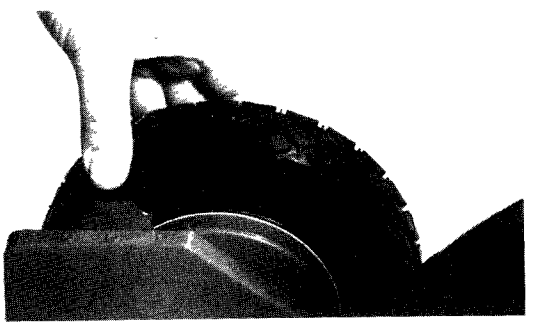

Figure 17
1. Place thumb against inside of pivot arm and fingers against outside of wheel (Fig. 17).